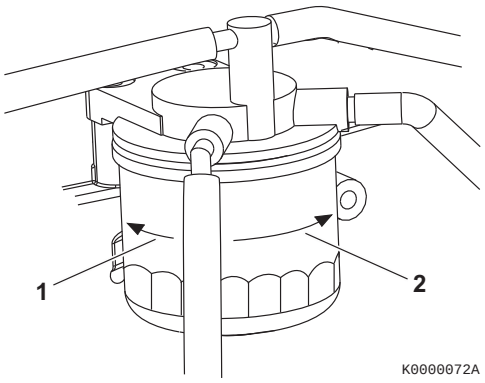

Figure 16
3. Remove the fuel filter using a filter wrench to turn it to the left **(Figure 16, (1))**. When removing the fuel filter, carefully hold it to prevent the fuel from spilling. Wipe up all spilled fuel.
5. Install the new fuel filter. Hand-tighten it to the right **(Figure 16, (2))** until it comes in contact with the mounting surface. Use a filter wrench and tighten to 14 - 17 ft-lb (19.6 - 23.5 N·m, 2.0 - 2.4 kgf/m) or one additional turn using the filter wrench.